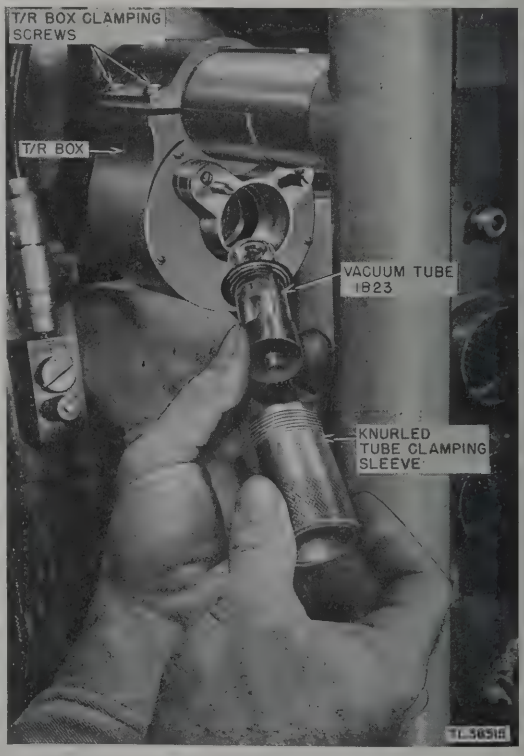

Figure 93. Removing T-R tube.
o. Figure 93, Removing T-R tube.
(5) To replace the T-R box, reverse the above steps.
c. Replacement of T-R Tube 1B23 (fig. 93).
(1) In removing and handling the T-R tube always be careful not to touch the glass envelope portion or the fin. Handle it by the metal base portion of the tube.
(2) If the T-R box is located in positions 21, 22, or 23, loosen the four clamping screws and move the box toward positions 24 and 25. If it is located at positions 24 or 25, proceed to the next step.
(3) Remove the knurled sleeve located on the axis of the cylindrical portion of the box.
(4) Remove the tube by carefully pulling it outward from the T-R box.
(5) To replace the tube, place the knurled sleeve over the base of the tube and insert the glass envelope end of the tube into the opening in the T-R box.
(6) Carefully guide the sleeve and tube so as not to bend the fin.
(7) Start the sleeve screw.
(8) Push the tube in until the ball electrode seats in the connector, and the fin stops further movement.
(9) Screw in the knurled sleeve and tighten it by hand.
(10) If a new 1B23 tube is installed, retune the T-R box following the procedure in paragraph 37b. It should be necessary to tune only